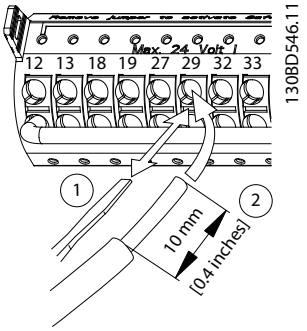

Рисунок 5.38 Подключение гибких проводов цепи управления
- Если используется гибкий провод, разомкните контакт, вставив небольшую отвертку в прорезь между отверстиями клемм и продвиньте отвертку внутрь. См. *Рисунок 5.38*. Затем вставьте зачищенный провод в контакт и вытащите отвертку.